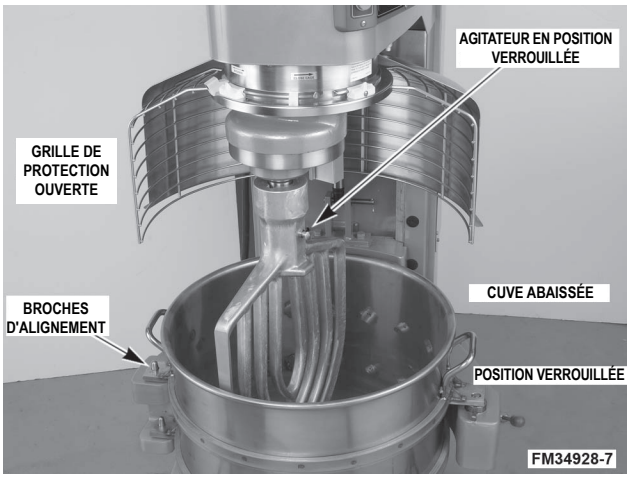

Fig. 4
3. Faites basculer la cuve en position verrouillée sur le support de cuve (Fig. 4).
4. Glissez l'agitateur sur l'arbre d'agitateur jusqu'à ce qu'il s'arrête et se verrouille (Fig. 4).
Pour élever la cuve, celle-ci doit être en position verrouillée (Fig. 4). Appuyez sur la flèche vers le haut de l'interrupteur de la cuve et maintenez-la enfoncée. Pour abaisser la cuve, appuyez sur la flèche vers le bas sur l'interrupteur de la cuve et maintenez-la enfoncée.